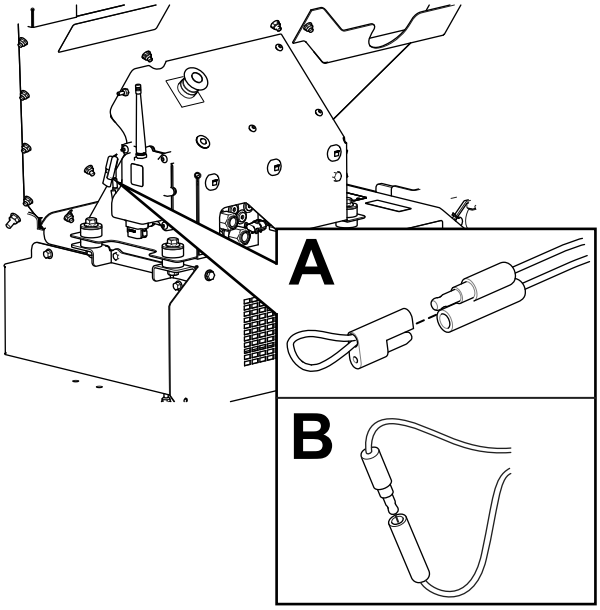

Rysunek 59
2. Zdejmij zabezpieczony przed zgubieniem kapturek z obu mostkowych złącz diagnostycznych (Rysunek 59, A).
3. Połącz ze sobą mostkowe złącza diagnostyczne (Rysunek 59, B).
2. Rozłącz mostkowe złącza diagnostyczne (Rysunek 59, B).
3. Załóż kapturki na oba mostkowe złącza diagnostyczne (Rysunek 59, A).